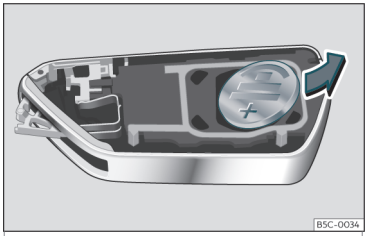

Fig. 69 Vehicle key: removing the battery.
- Extract the battery from the compartment using a suitable thin object››› **Fig. 69**.